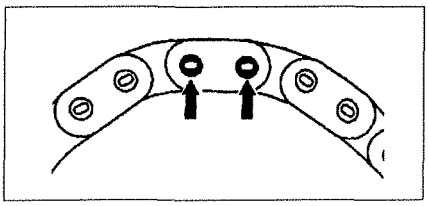

Рис. 2.93. Проверьте заклепывание звена цепи.
13. Проверьте заклепывание звена цепи и заклепайте еще раз, если необходимо (см.рис.2.93).